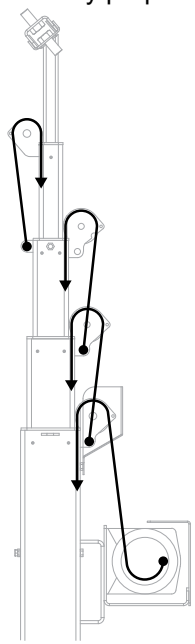

***Figure 4-1. Proper Mast Cable Routing***
- See ***Figure 4-1***. Verify proper mast cable routing.